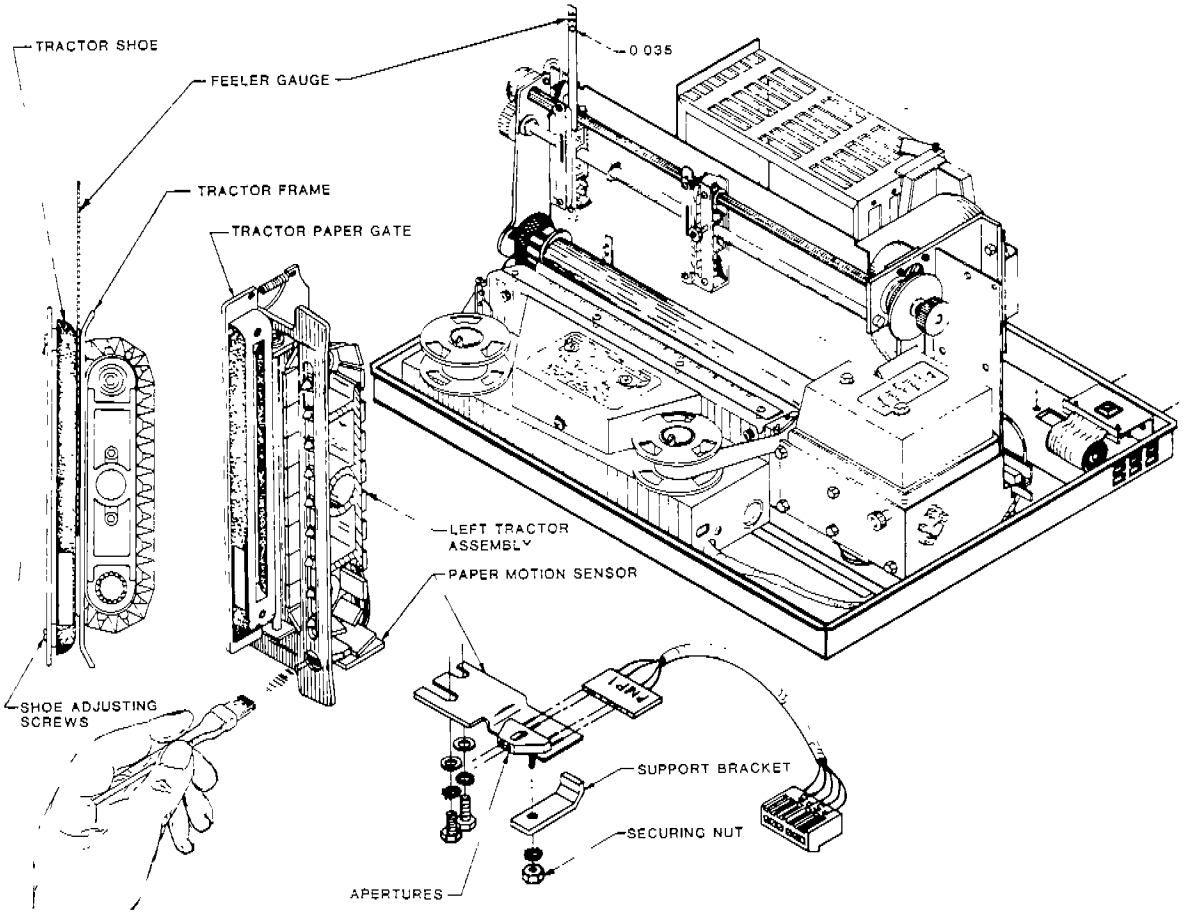

FIGURE 3-24.
If the gap between the tractor shoe gate and frame is not correctly set, paper may bind in the tractor, especially during high speed slew operations (Figure 3-24). Check the gap and adjust if necessary, performing the following steps:
3. Adjust the screw at each end of the tractor shoe (Figure 3-24), so that the gap is 0.035 inch +0.005/-0.000 inch at both ends of the tractor shoe. Adjust the screws clockwise to increase the gap or counterclockwise to decrease the gap.
3. Unscrew the support shaft and remove from the left tractor (Figure 3-24).
1. Remove the paper from the printer and open the gate on the left tractor to expose the sensor in its alignment bracket. Both apertures in the sensor must be completely visible through the opening at the bottom of the tractor frame (Figure 3-24).